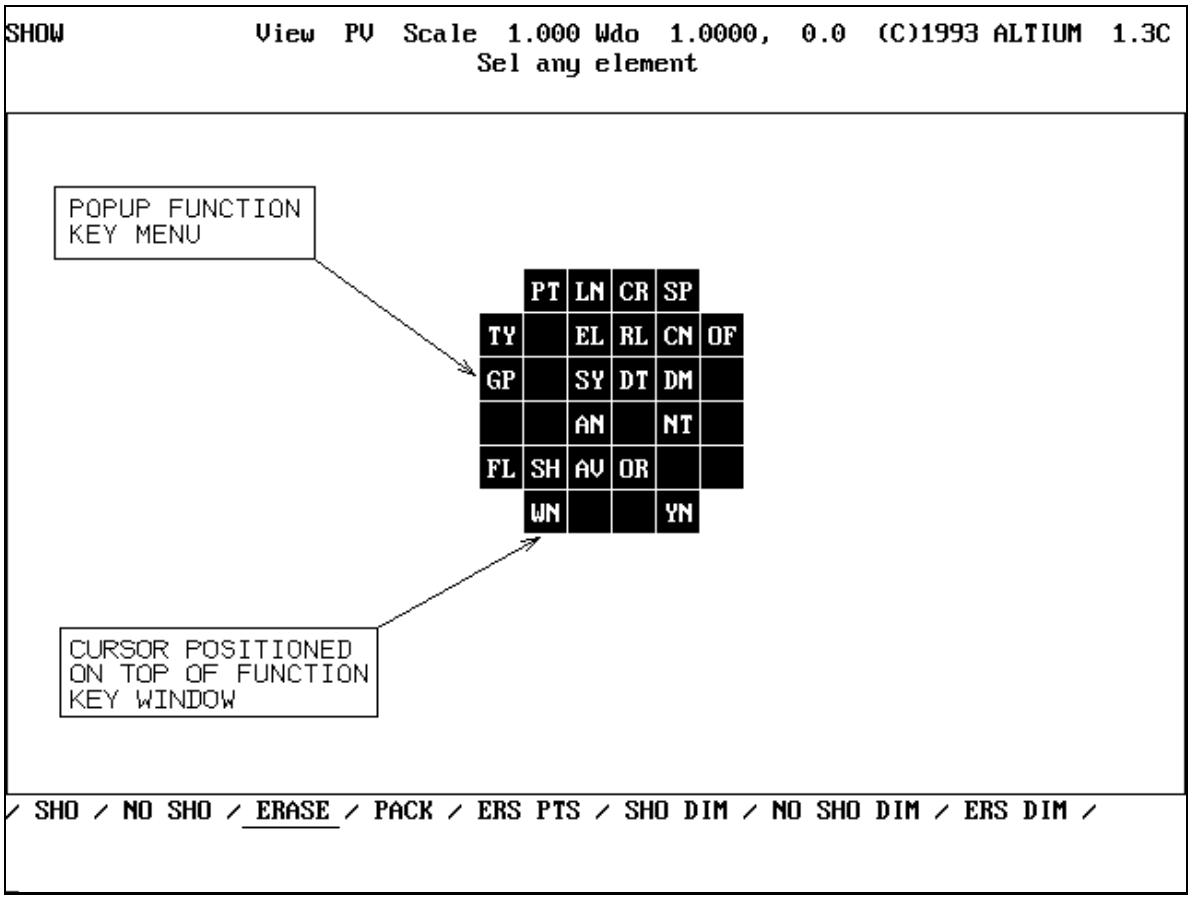

Figure 9 Popup Function Key Menu
1. *POP-UP Fkey MENU:* The Pop-up Fkey Menu is shown in Figure 9 on page 6 - 20. Press the F1 (KEYBOARD FUNCTION KEY) to 'pop-up' the Pop-up Fkey Menu. Press the F1 (KEYBOARD FUNCTION KEY) or select a Fkey to make it disappear. Note that the green cursor is located on the FKey WN each time the POP-UP menu is displayed on the screen.